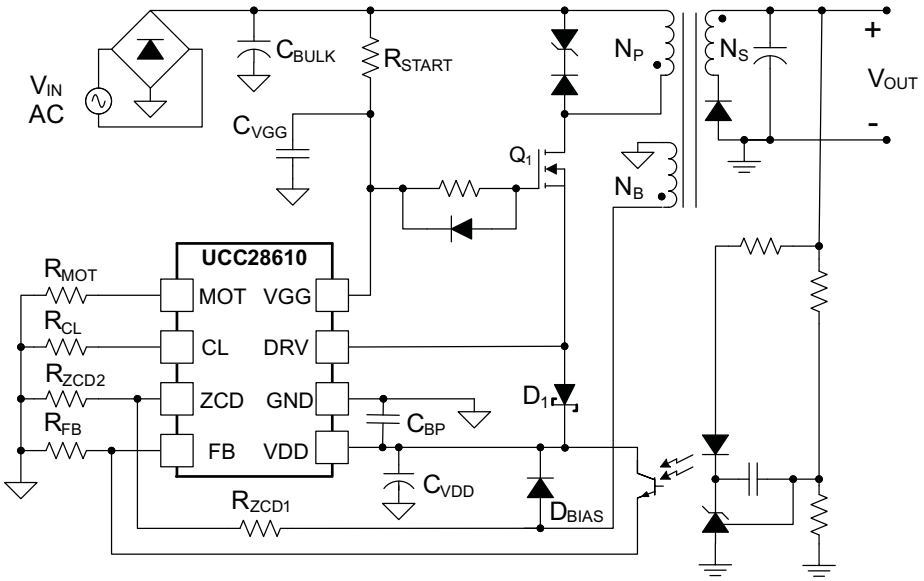

Figure 34. Recommended Operating Conditions Application
For reference designators refer to Figure 34.
(1) Refer to the *Electrical Characteristics* table for all constants and measured values, unless otherwise noted.
(2) Refer to Figure 34 for all component locations in the Table 2.